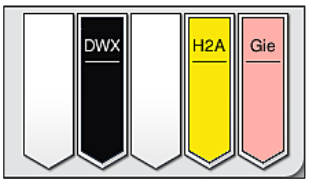

Fig. 88
- Når et stativ har kjørt gjennom hele fargeprosessen, transporteres det til utmatingsskuffen (→ "Fig. 19-4") og plasseres i en ledig posisjon (→ "Fig. 88"). Brukeren hører en signallyd og får en informasjonsmelding som informerer om dette.